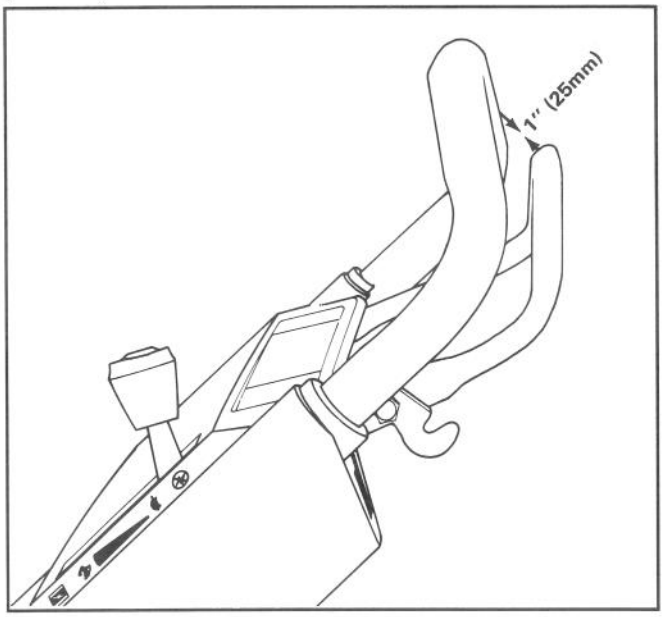

Abbildung 22
3. Um die Einstellung zu überprüfen, den Antriebshebel langsam gegen den Griff drücken. Der Antrieb ist dann richtig eingestellt, wenn Sie am Antriebshebel etwa 25 mm vom oberen Griff entfernt Widerstand spüren (Abb. 22).